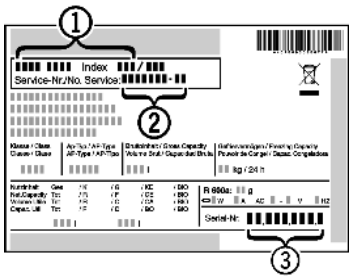

Fig. 20
▶ Read the appliance designation *Fig. 20 (1)*, service No. *Fig. 20 (2)* and serial No. *Fig. 20 (3)* off the type plate located inside the appliance on the left-hand side.
▶ Notify the customer service, specifying the fault, appliance designation *Fig. 20 (1)*, service No. *Fig. 20 (2)* and serial No. *Fig. 20 (3)*.